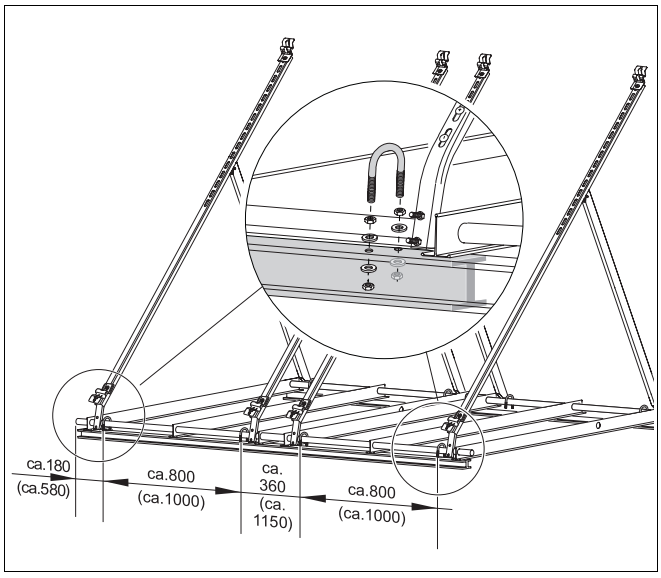

Afb. 31 Staander voor plat dak met beugelschroeven aan de dubbele T-dragers bevestigen (maten in mm, maten tussen haakjes gelden voor de horizontale uitvoering)
Fixeer elke staander voor plat dak (afb. 31) met ten minste vier ter plaatse aan te brengen beugelschroeven (1", M8/8.8).
- Schroef de beugelschroeven vast met de dubbele T-dragers (vgl. loep afb. 31).